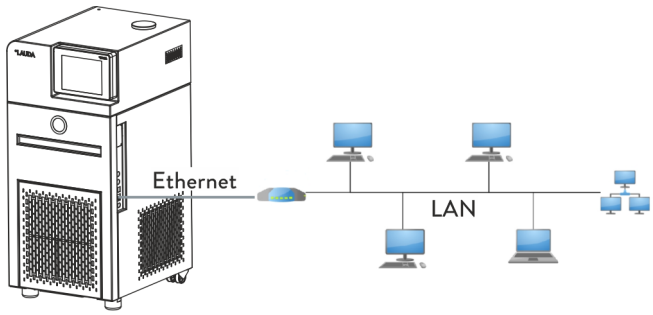
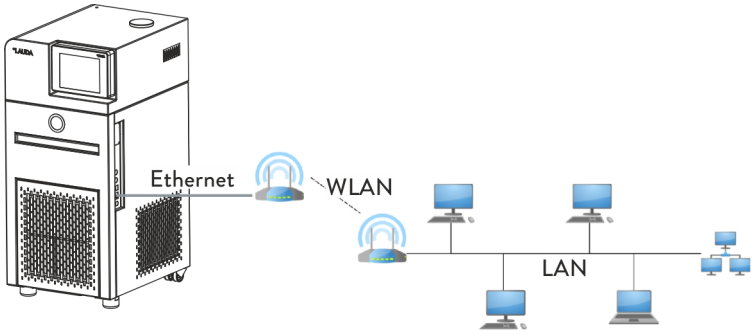
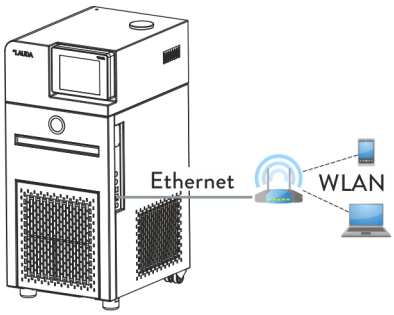

Fig. 11: Conexión a través de LAN
Fig. 12: Conexión a través de LAN y WLAN
Fig. 13: Conexión a través de WLAN
En la Fig. 11 se representa la conexión del equipo de termorregulación con un puesto de mando/PC a través de una red LAN.
En la Fig. 12 se representa la conexión del equipo de termorregulación de LAUDA con un puesto de mando/PC a través de una WLAN integrada en una red LAN. En este caso, el equipo de termorregulación se conecta con el router WLAN por medio de un cable Ethernet convencional. El router WLAN debe estar configurado de modo que establezca una conexión con una LAN a través de otro router WLAN. Este tipo de conexión recibe la denominación de "WLAN bridge". Para conocer cómo se deben configurar los routers WLAN es preciso consultar el manual del router correspondiente.
En la Fig. 13 se representa una conexión directa entre el puesto de mando/PC y el equipo de termorregulación de LAUDA a través de una WLAN. En este caso, el router WLAN se debe configurar como un punto de acceso. Para conocer cómo se debe configurar el router WLAN es preciso consultar el manual del router.
- Para conexiones como las que se representan en la Fig. 12 y en la Fig. 13 se pueden usar routers WLAN convencionales. Estos deben contar con la función de conexión necesaria y satisfacer los requisitos vigentes en el país en que se hagan funcionar. No obstante, para llevar a cabo una conexión como la representada en la Fig. 12, LAUDA recomienda utilizar un router WLAN de tipo industrial.
11. Conecte la interfaz Ethernet del equipo de termorregulación tal como se muestra desde la Fig. 11 hasta la Fig. 13. Utilice un cable Ethernet convencional (cable patch).
7. Conecte la interfaz Ethernet del equipo de termorregulación tal como se muestra desde la Fig. 11 hasta la Fig. 13. Utilice un cable Ethernet convencional (cable patch).